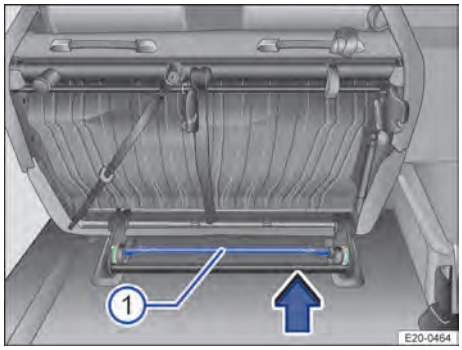
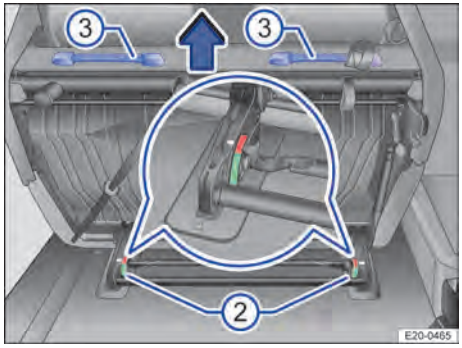

Fig. 75 Segunda fila de asientos: desmontar el asiento de dos plazas.
Fig. 76 Segunda fila de asientos: desmontar el asiento de dos plazas.
3. Tire de la barra → Fig. 75 ① en el sentido de la flecha hasta que los dos indicadores de bloqueo → Fig. 76 ② se encuentren en la zona roja.